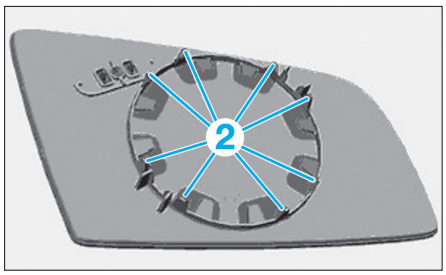

Fig. 101
• Dégrafer avec précaution la glace de rétroviseur aux endroits indiqués (2) **(Fig.101)**.